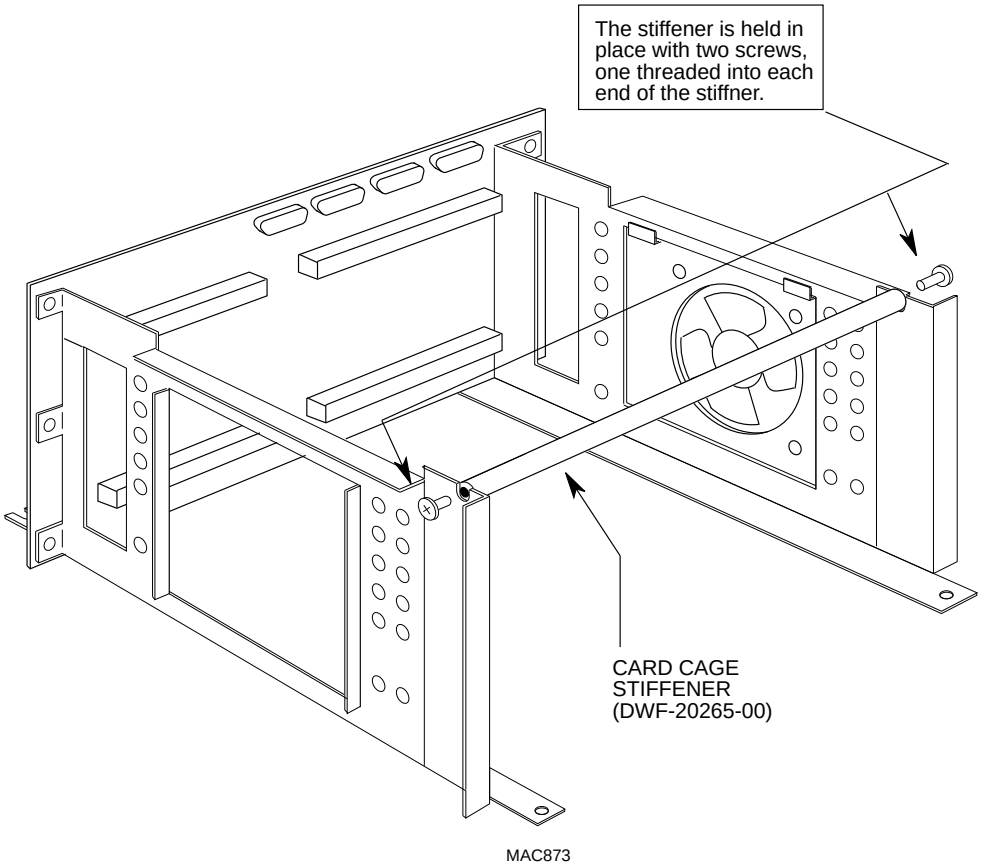

Figure C-9. Card Cage Stiffener Installation
3. Once the board is in its proper position, you will need to install the stiffener bar that ties the two mounting brackets together as shown in Figure C-9.